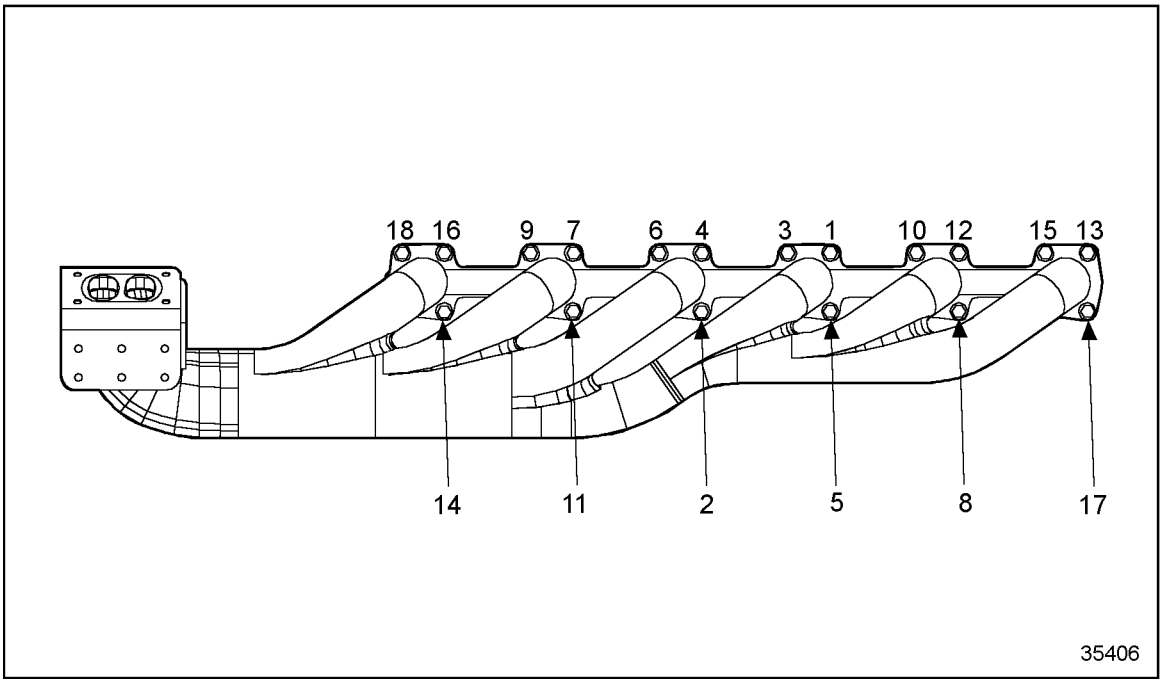

Figure 7-13 One-Piece Water-Cooled Exhaust Manifold Bolt Torque Sequence
7. Torque the bolts to 58-73 N·m (43-54 lb·ft) using the tightening sequence. See Figure 7-13.